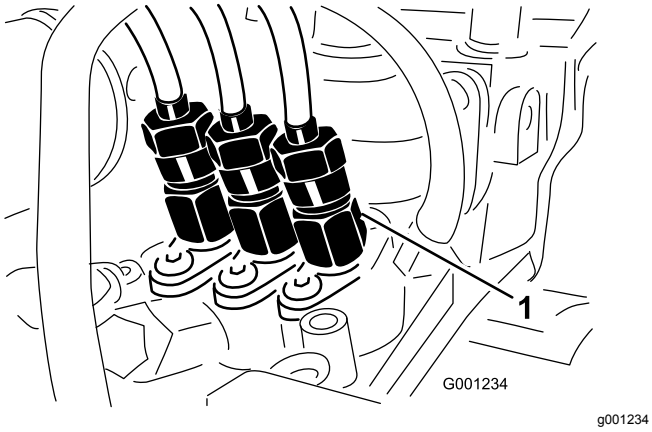

Figuur 52
1. Maak de leidingmoer van verstuiver nr. 1 los op de injectiepomp (Figuur 52).